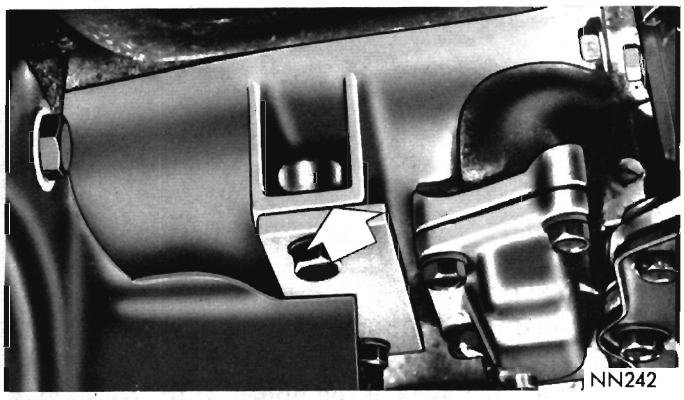

Fig. 7—Shim Location (Front Universal Joint Angle Correction)
(6) Observe position of bubble in spirit level and compare the position with that shown on Chart (Fig. 13) for front joint angle. A normal joint angle will cause bubble to position itself within the acceptable range. If bubble is found to be slightly forward of the acceptable tolerance range, this means that the angle is actually smaller than that specified and does not need correcting. If bubble in spirit level is found to be rearward of the acceptable range, the angle is too large, and must be corrected. To reduce front universal joint angle, install a flat shim between the transmission extension housing and rear engine mount (Fig. 7). Flat shims 1/8 inch in thickness are required to move the bubble in spirit level one graduation.
(7) To install shim, loosen bolts in rear mount to transmission extension housing.
(8) Raise transmission sufficiently using a floor stand and block of wood beneath transmission oil pan.
(9) Install 1/8″ shim, lower transmission, remove